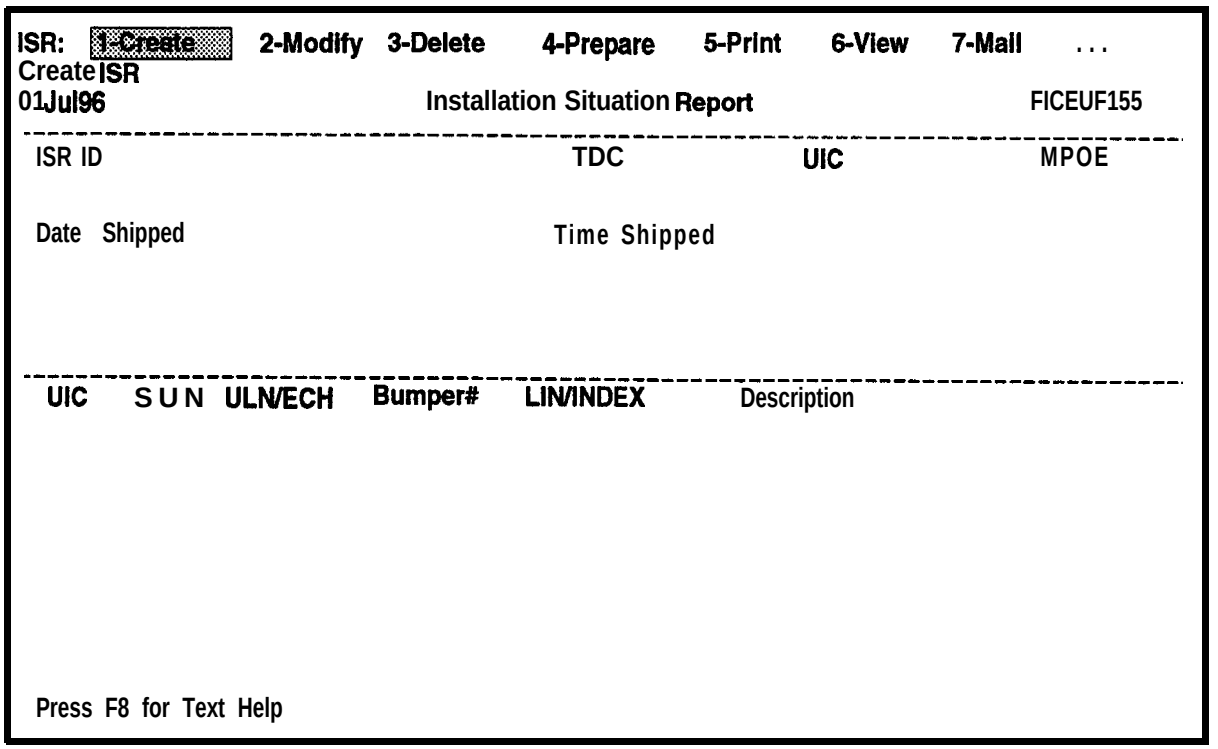

Figure 6-37. Installation Situation Report Screen
c. Select **Installation Situation Reporting** from the Movement Reporting menu. The Installation Situation Report screen will be displayed as shown in Figure 6-37.